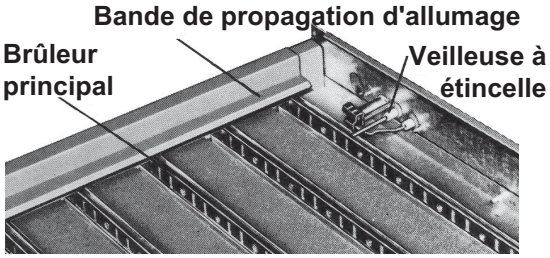

Figure 13. Tiroir à brûleur typique avec veilleuse à étincelle
- **Veilleuse :** La veilleuse horizontale, située côté commande du tiroir à brûleurs (voir **Figure 13**), est accessible après dépose du panneau du compartiment de commande. Les veilleuses sont du type à déflecteur sans peluche. La pression du gaz à la veilleuse doit être la même que la pression dans la conduite d'alimentation (reportez-vous à la section **Pression d'alimentation de gaz**). Au besoin, régler la longueur de la flamme de veilleuse à environ 1-1/4 pouces à l'aide de la vis de réglage de veilleuse dans le corps de la vanne de régulation.